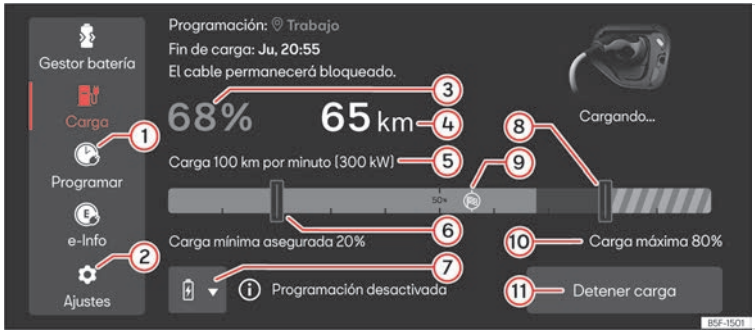

Fig. 64 En el sistema de infotainment: menú principal Carga.
2. Pulse el botón ⚙ (2) ››› fig. 64.